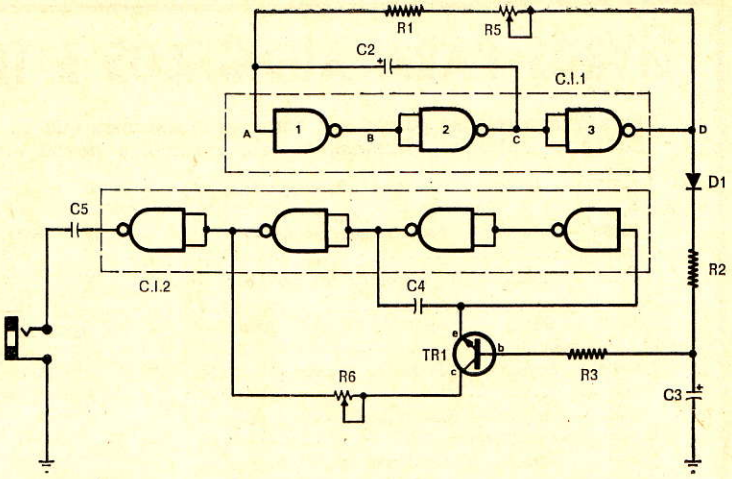

FIG. 4 — Esquema detalhado para explanação do funcionamento do circuito da sirena eletrônica da Fig. 1.
1) Suponhamos (Fig. 4) que o capacitor C2 esteja descarregado. A entrada da porta 1 (ponto A) estará em 0 e sua saída (B), em 1; a saída da segunda porta (ponto C) estará em 0 e a da terceira porta (ponto D), em 1.